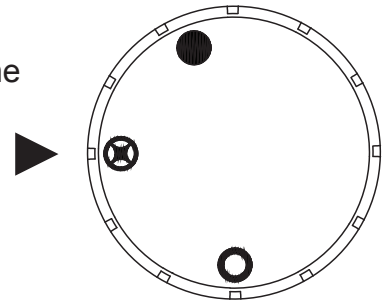

Fig. 23a
4. Wait (5) minutes to clear out any gas. Then smell for gas, including near the floor. If you smell gas, STOP! Follow "B" in the safety information above. If you don't smell gas, go to the next step.
5. Push in gas control knob slightly and turn counterclockwise ↶ to the PILOT "⊗" position. (See Fig. 23a) Depress control knob.